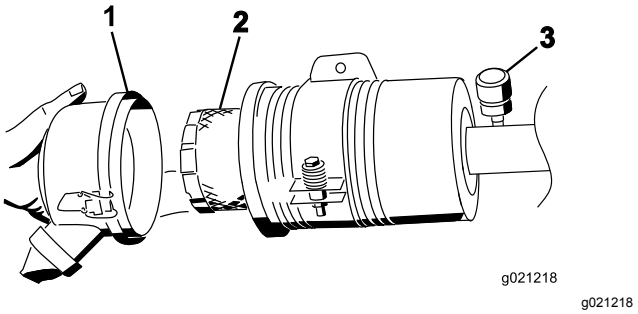

Figur 84
5. Afmonter og udskift filteret (Figur 84).